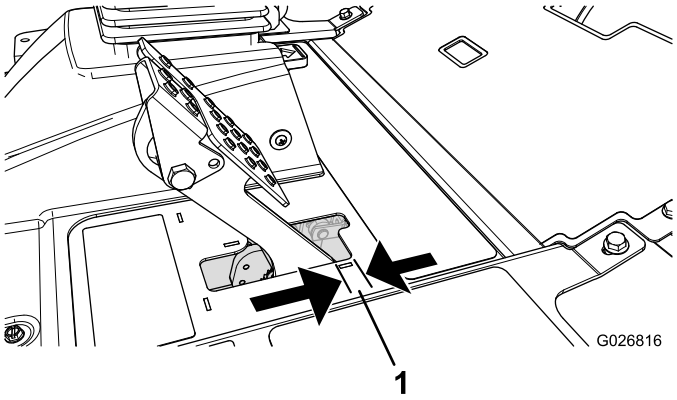

Figura 65
Ajuste los frenos si el pedal de freno tiene más de 2,5 cm de holgura (Figura 65), o cuando se necesite más fuerza para frenar. La holgura es la distancia que recorre el pedal de freno antes de notarse una resistencia de frenado.
2. Apriete la tuerca trasera para mover el cable hacia atrás hasta que los pedales de freno tengan una holgura de 6 a 13 mm (Figura 65) antes de bloquearse las ruedas.